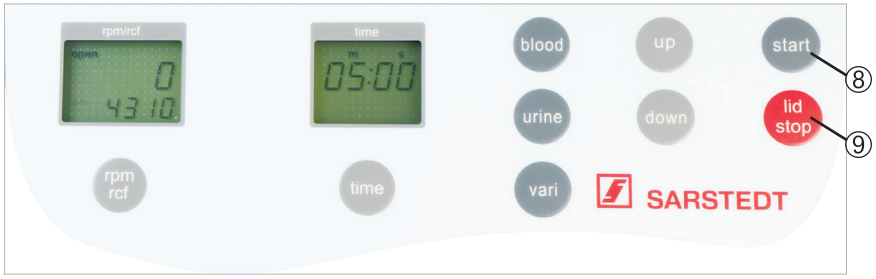

Abbildung 16
Mit der „lid/stop“ Taste (9) (siehe Abbildung 16) kann ein Lauf unterbrochen werden. Nach Betätigen der Taste wird die Zentrifuge zum Stillstand abgebremst.